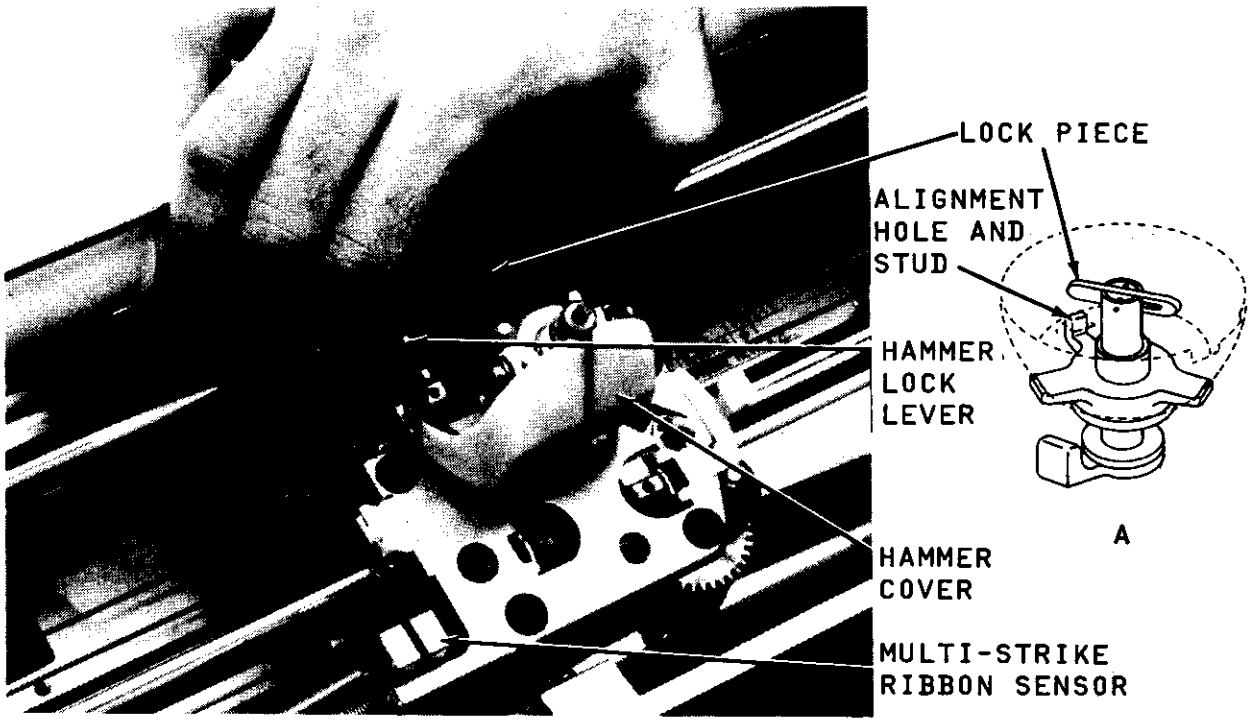

Figure 3-2 Print Thimble Removal
e. Insert the ribbon in the ribbon sensor if a multi-strike ribbon is being used (see Figure 3-2).
c. Push hammer lock lever toward the platen (Figure 3-2), at the same time tilt the hammer cover toward the front.